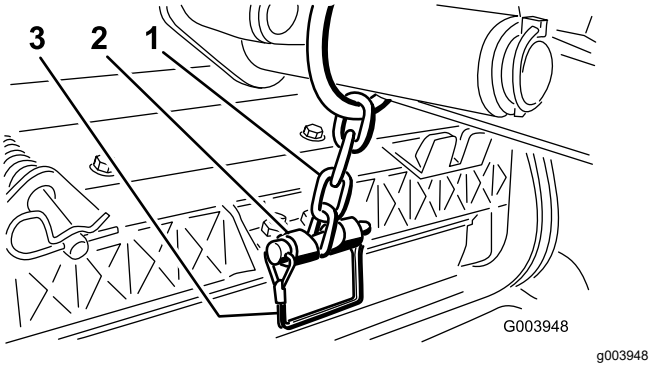

Figur 12
3. Fastgør løftearmskæden til kædebeslaget med låsestiften (Figur 12).